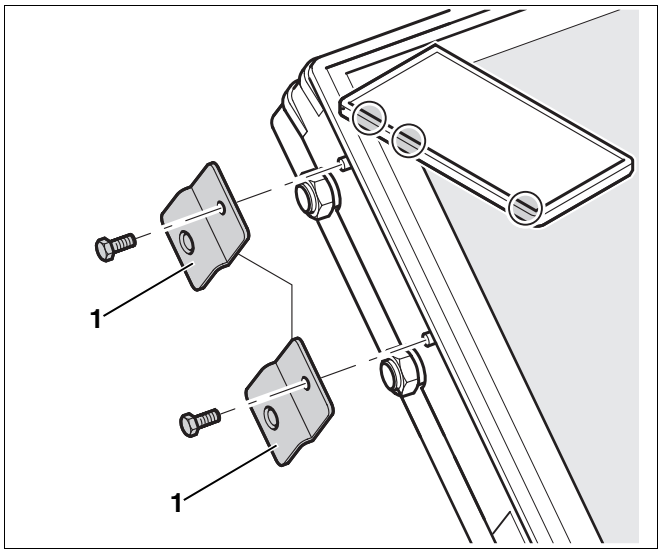

Afb. 56 Transportbeveiligingen demonteren
- Demonteeren de transportbeveiligingen (afb. 56, **pos. 1**) aan de linker collectorzijde pas vlak voor de collectoren hydraulisch verbonden worden.